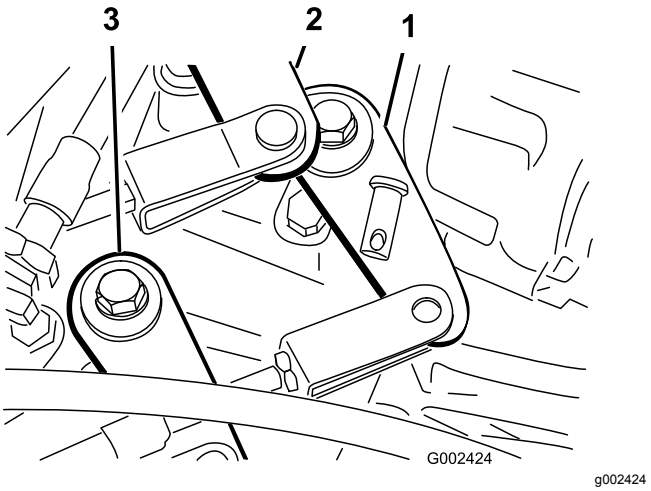

**Figuur 53**
2. Verwijder de gaffelpennen waarmee de kabels van het schakelmechanisme zijn bevestigd aan de schakelarmen van de transaxle (Figuur 53).
1. Verwijder de gaffelpen waarmee de kabel van het 'hoog naar laag'-mechanisme is bevestigd aan de transaxle (Figuur 53).